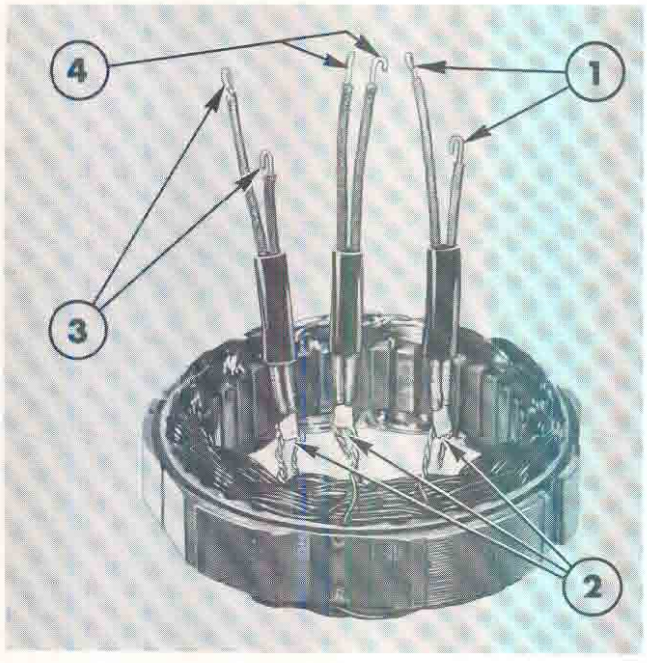
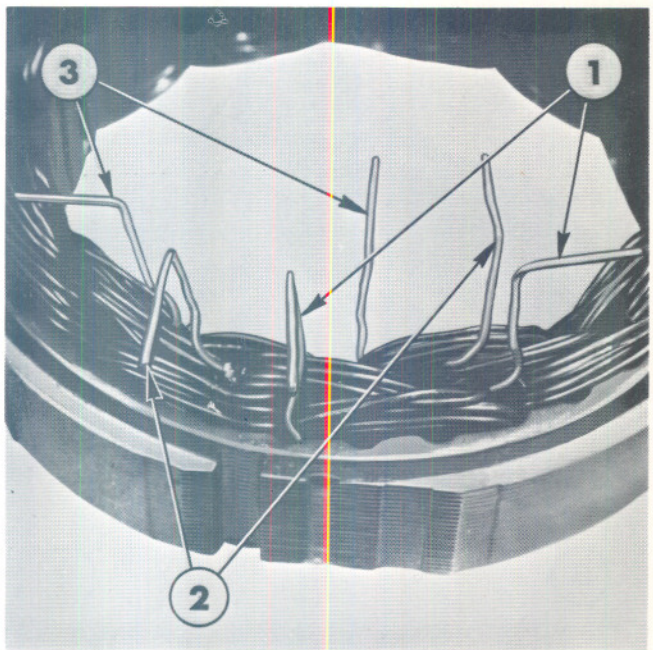

Figure 42
Figure 43
3. Unsolder the diode connecting leads from the stator junctions, Figure 42. Separate the leads as shown in Figure 43.